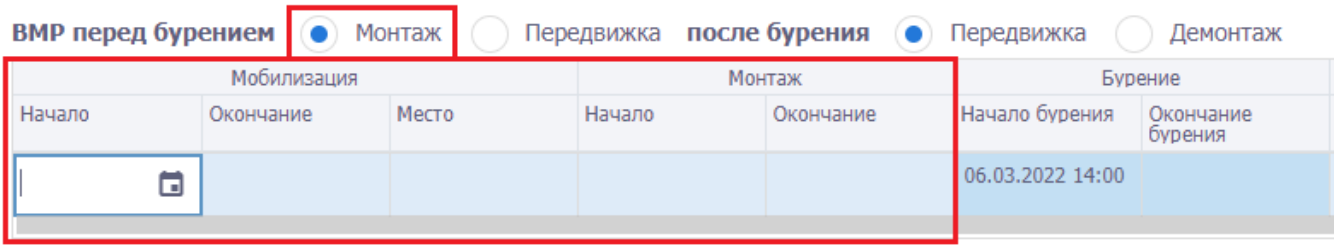

Рис. 3.25
1) Если в блоке «ВМР перед бурением» установлен переключатель «Монтаж» – отображаются области «Мобилизация» (с возможностью указать дату и время начала и окончания, и место) и «Монтаж» (с возможностью указать дату и время начала и окончания) (рис. 3.25);